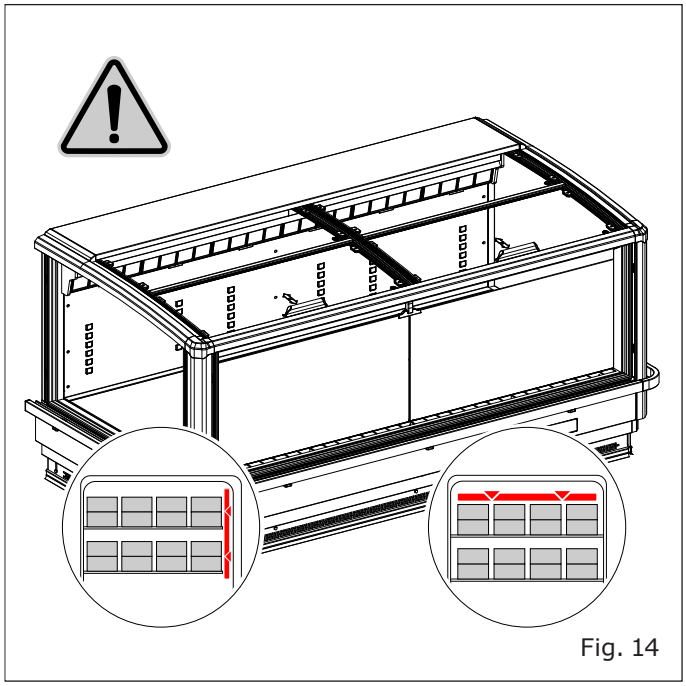

Fig. 14
- La marchandise ne dépasse pas la limite de charge ("Fig. 14").